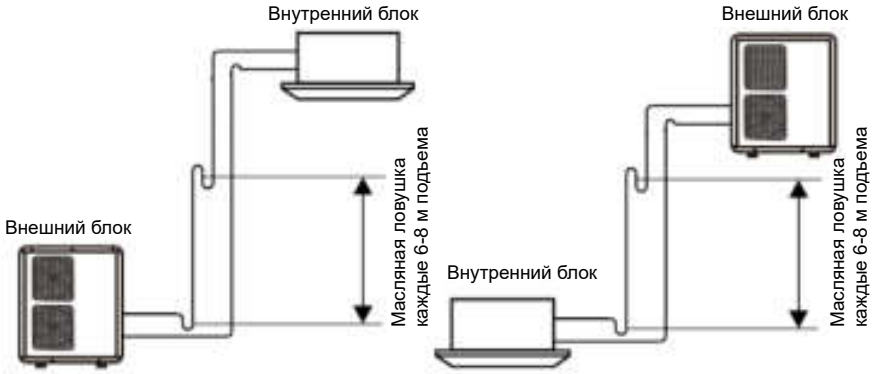

Рисунок 32 - Схема выполнения масляных ловушек
• Если разница высот по вертикали превышает 5 м, масляные ловушки должны быть установлены в нижней части газовой трубы и через каждые 6 м (10 м для моделей производительностью более 36 кБТЕ/ч) подъема. Кроме того, необходимо выполнить петлю на жидкостной трубе при выходе к блоку, расположенному выше (см. рис. 32).